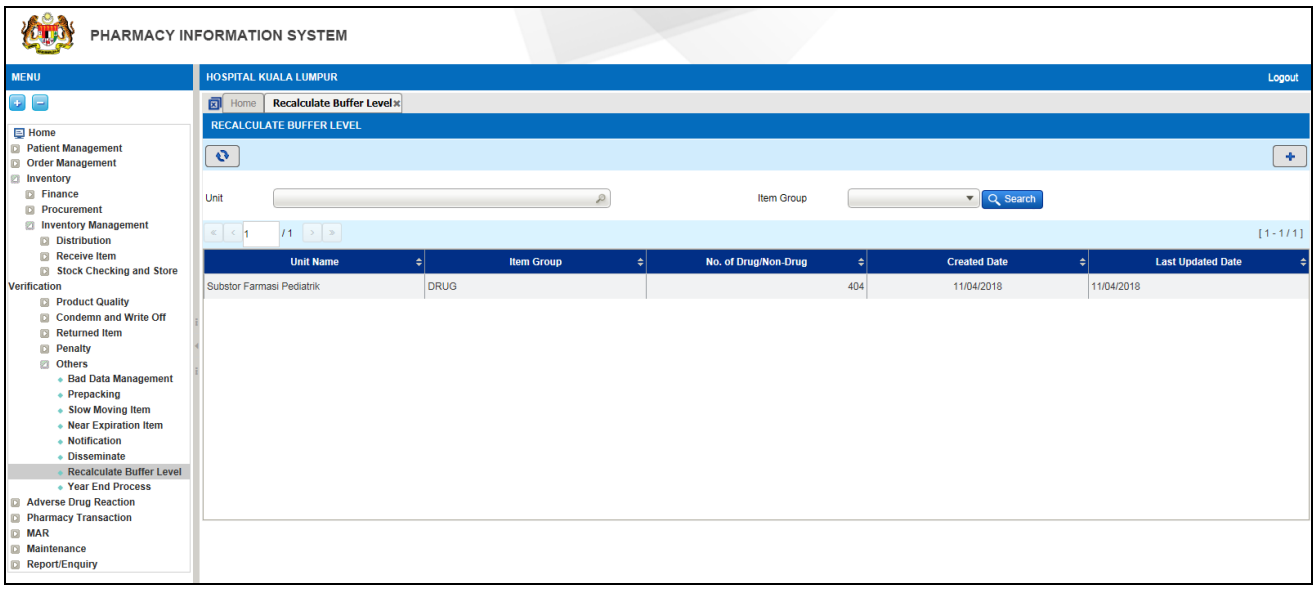

Figure 3.1-5 Recalculate Buffer Level Listing Page
- *Information record will be displayed as shown in Figure 3.1-5.*